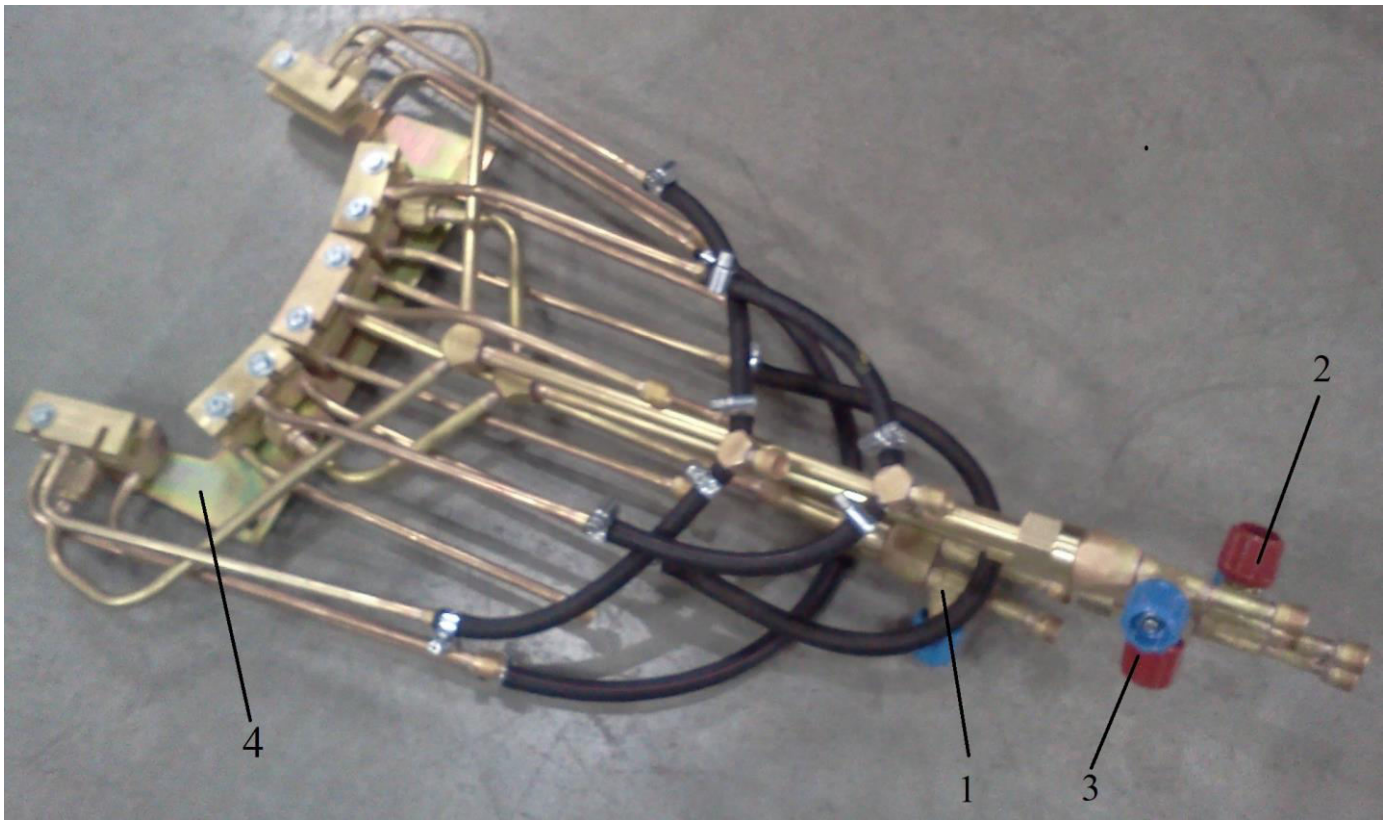

Рис.1 Горелка ГП-3з Профиль ДЖЕТ 67
4.1 Горелка газокислородная для закалки ГП-3з ДЖЕТ 673 (Рис.1) собрана из горелок газокислородных ГП-2з Т75 1, ГП-3з Угол 150 2, ГП-3з Угол 20 3 на едином кронштейне 4.